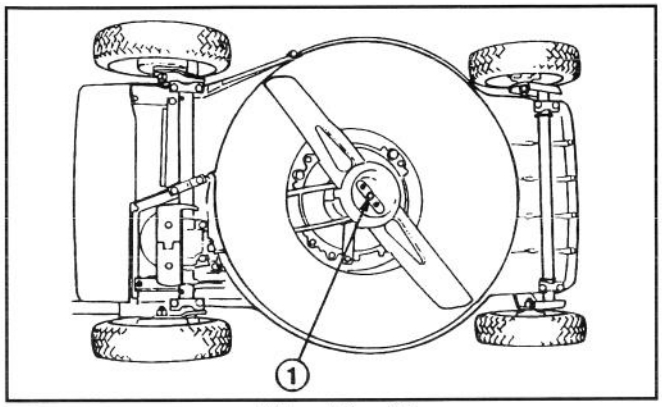

Afbeelding 21
3. Leg de maaier op zijn linker zijde (Afb. 21). Zorg dat het mes niet draait aangezien dit tot problemen bij het starten kan leiden.